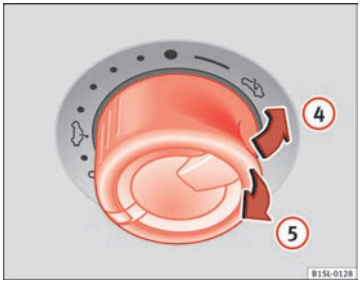

Fig. 27 In the interior roof: turn the knob to raise and to close the sunroof
- Before approx. 5 seconds have passed since the activation of the anti-trap function, pull the knob ⇒ Fig. 27 5 until the sliding/tilting sunroof is completely closed.